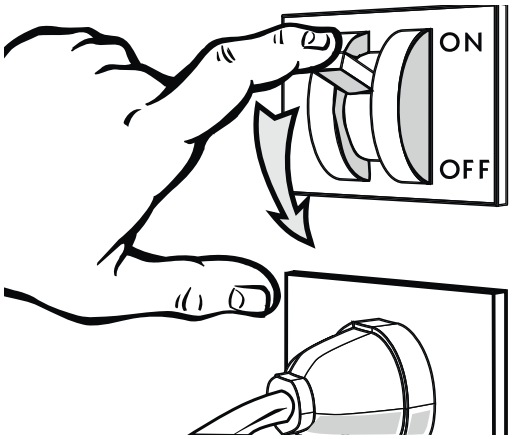

Abb. 22
- Trennen Sie das Kühlmöbel mit Hilfe des Wandschalters vom Stromnetz ("Abb. 22").